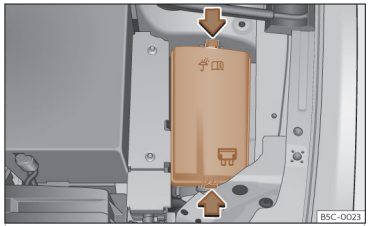

Abb. 204 Im Motorraum: Abdeckung des Sicherungskastens.
- Verriegelungstasten drücken, um die Abdeckung des Sicherungskastens ››› (Abb. 204) zu entriegeln.